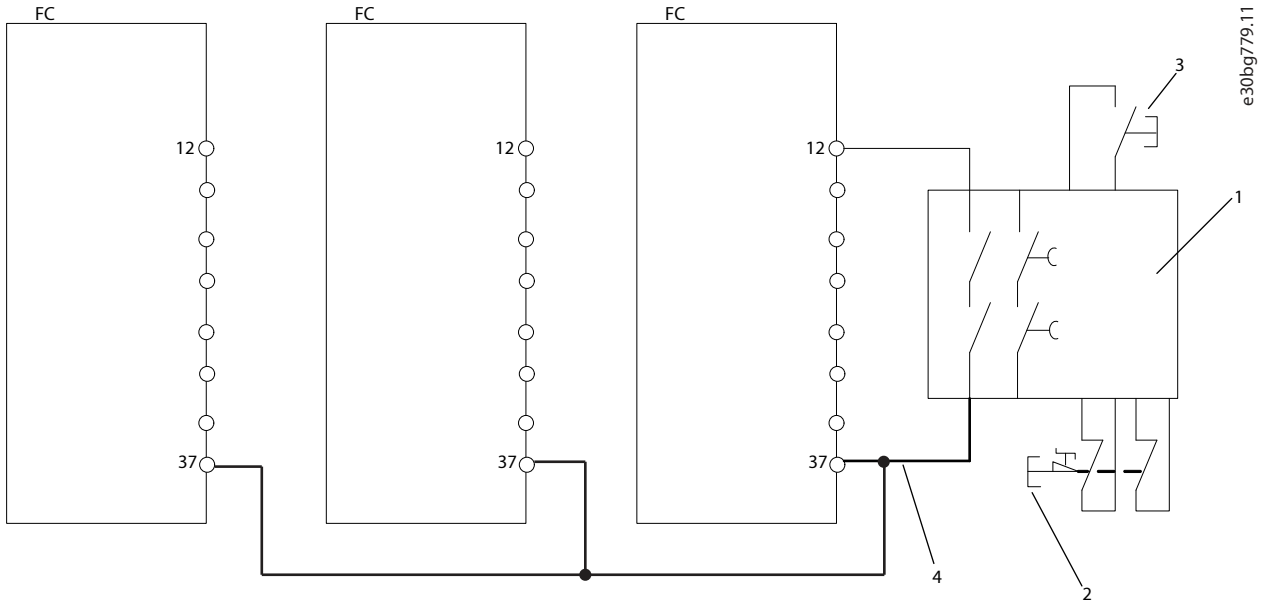

Figure 8: Multiple Drives with Category 3, PL d, SIL 2
- The cable shown in bold in Figure 8 has to be short-circuit protected according to ISO 13849-2, Table D.4.